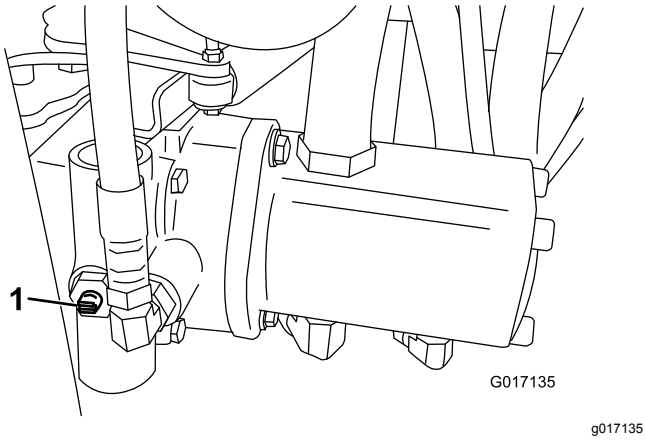

**Figur 24**
1. Lokalisera överströmningsventilen på pumpen och vrid den så att skåran är lodrät (Figur 24).
2. Stäng överströmningsventilen genom att vrida den så att skåran är vågrät (Figur 24) innan du startar motorn. Starta inte motorn när ventilen är öppen.